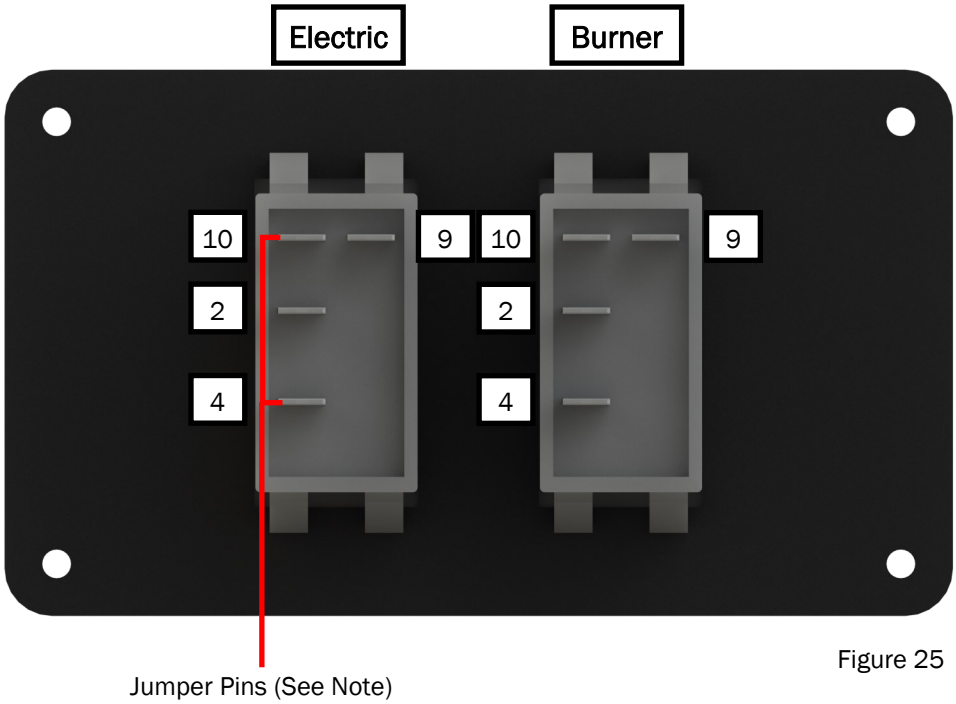
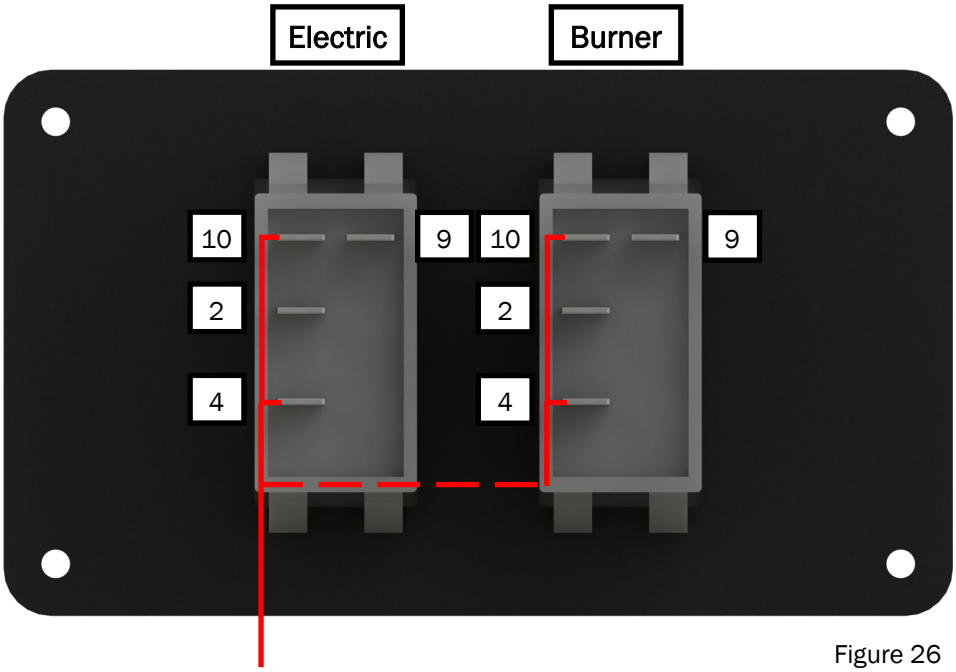

Figure 25
Figure 26
NOTE: Be sure to attach “Jumper Wires” where necessary. Reference figure 25 and 26.
3. Connect all switch wires to the appropriate switch connections as illustrated in figure 25 and figure. 26 Reference Appendices A, B, and C for additional wiring information.